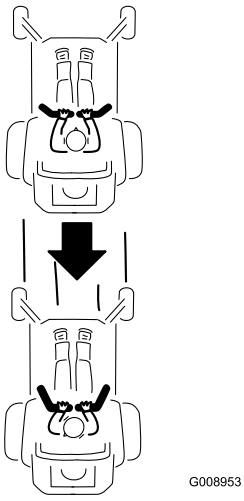

Figur 19
2. För att köra bakåt ser du efter bakom dig samtidigt som du långsamt för rörelsereglagespakarna bakåt (Figur 19).
Kör rakt bakåt genom att trycka lika mycket på båda rörelsereglagespakarna (Figur 19).